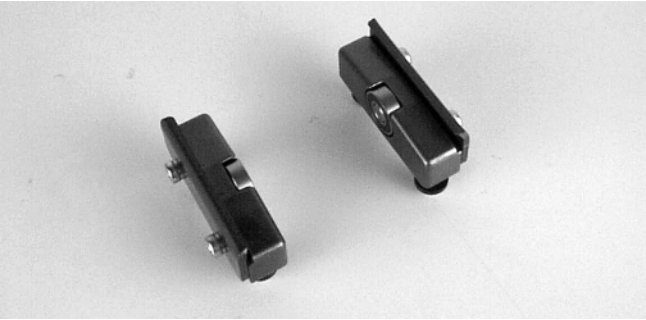

Abbildung 10
1. Typische Bauteile (Abbildung 10)